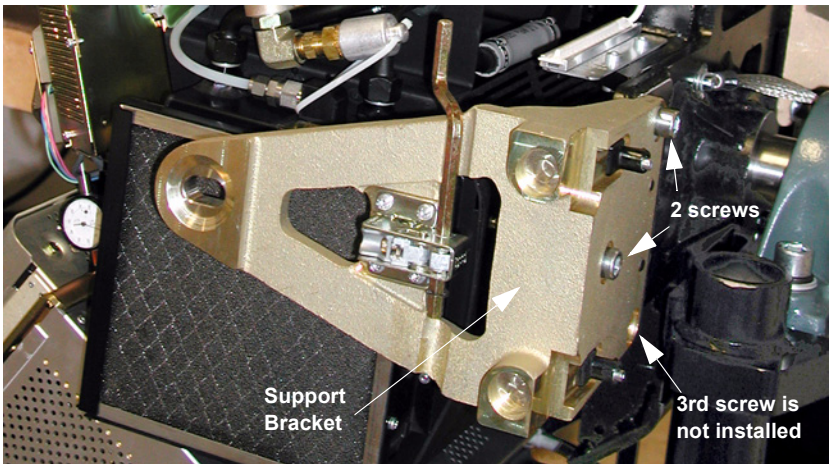

Figure 9-61 Gantry cover support bracket and screws
5.) Remove the 3 M12 cap screws that will release the support bracket near the **STC** assembly. Reference Figure 9-61, on page 804.